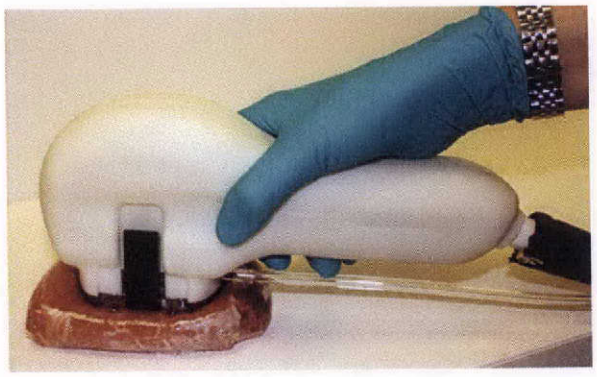

Figure 2. Proper technique for holding the handle of the Applicator
- Place the Applicator on the target tissue (see Figure 2 below for proper technique of holding the handle).